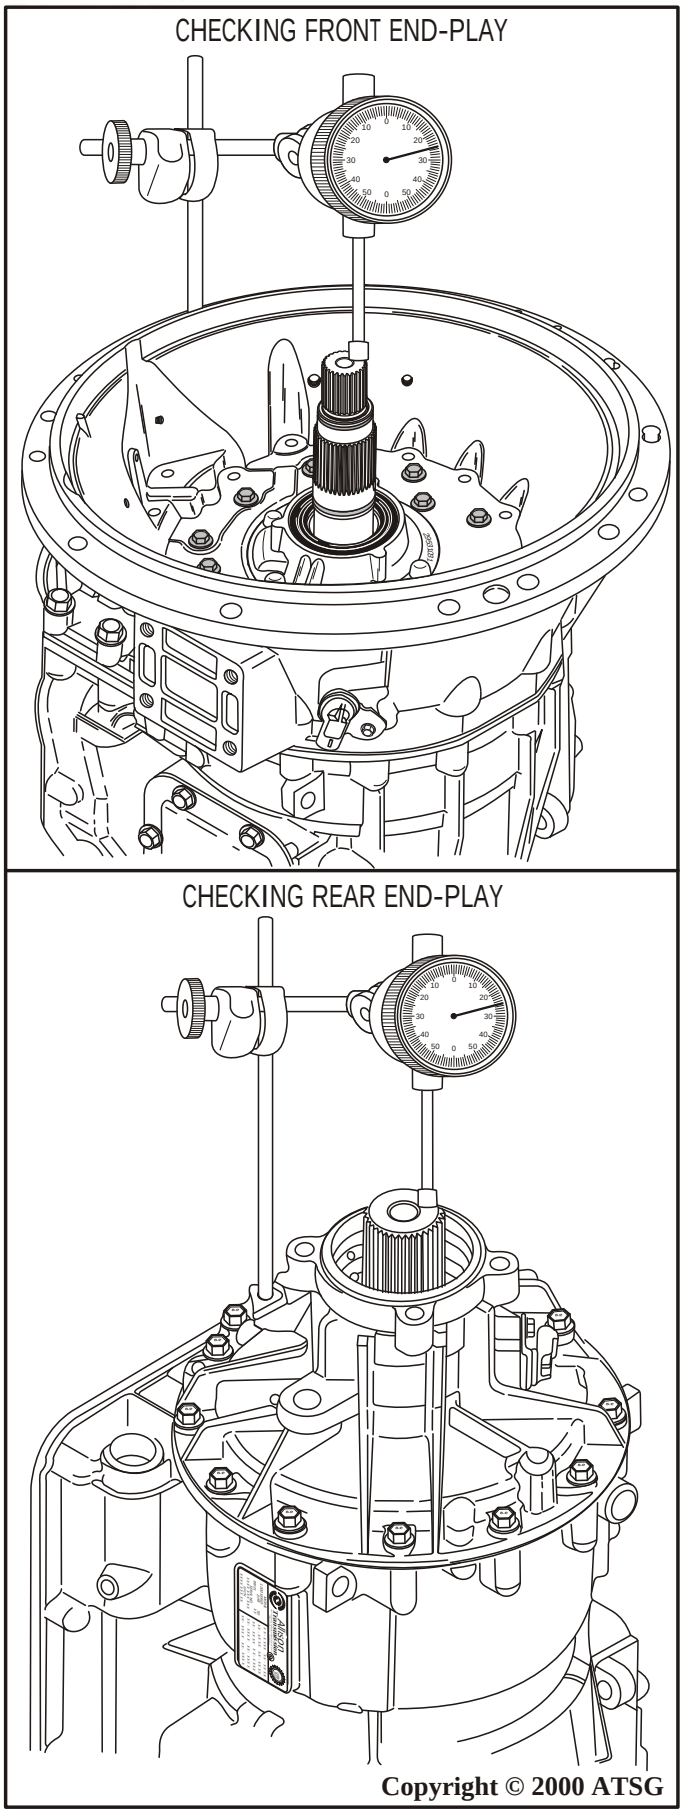

Figure 167
46. Check the turbine shaft end-play using a dial indicator set up as shown in Figure 167.
47. Rotate transmission so that the output shaft is facing up (See Figure 167).
48. Check the output shaft end-play using a dial indicator set up as shown in Figure 167.